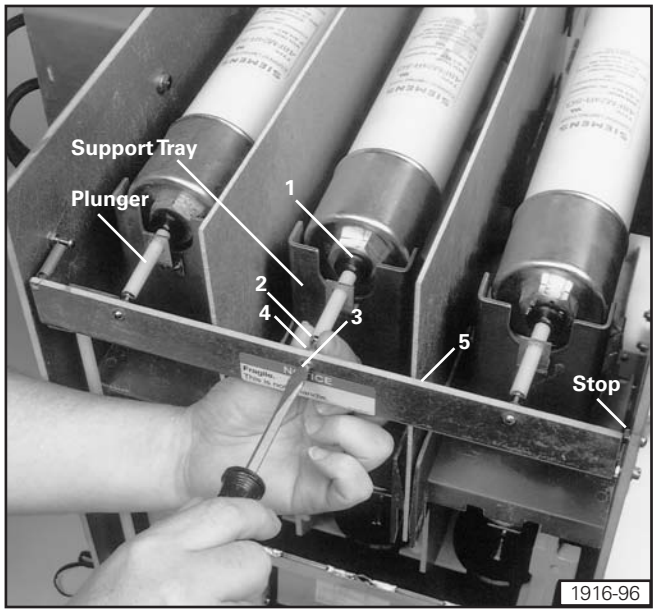

Figure 7. Adjustment of the Plunger
1. All fuses must be installed in clips with load side of fuse resting on support tray as shown in **Figure 7**. Plunger end of fuse must be facing forward, away from disconnect fingers on contactor.
2. With the trip bar in its normal spring return (deactivated position), the trip bar should rest against the stop screw on the right hand contactor side plate as shown in **Figure 7**. The trip bar must be held in this position while performing adjustments 3 and 4.
3. Adjust each of the three plunger assemblies shown in **Figure 7** to obtain a 1/16" (1.6mm) gap between the plunger (1) and the end of the corresponding fuse as follows: Insert a 1/16" (1.6mm) shim between the end of the fuse and the plunger (1). Loosen locknut (2) and turn adjusting screw (3) until there is no gap between stop nut (4) and trip bar (5). Retighten lock nut (2).